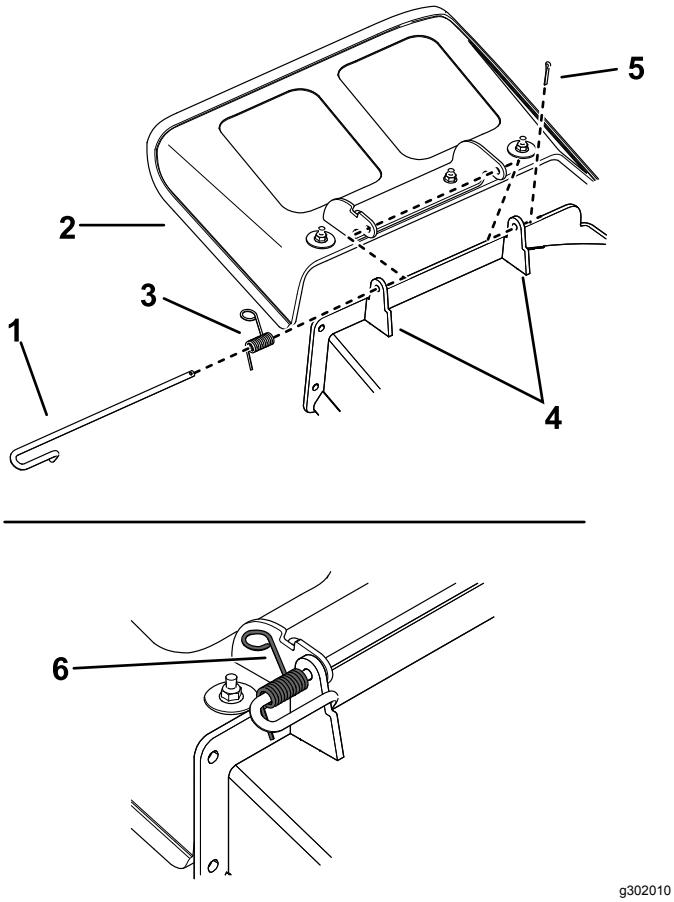

Figur 77
1. Fjern hårnålssplinten fra enden på stangen (Figur 77).
2. Koble fjæren fra hakket i avlederbraketten og før stangen ut av de sveisede klippeenhetsbraket-tene, fjær og utslippsavlederen (Figur 77).
9. Fjern hårnålssplinten til enden av stangen (Figur 77).